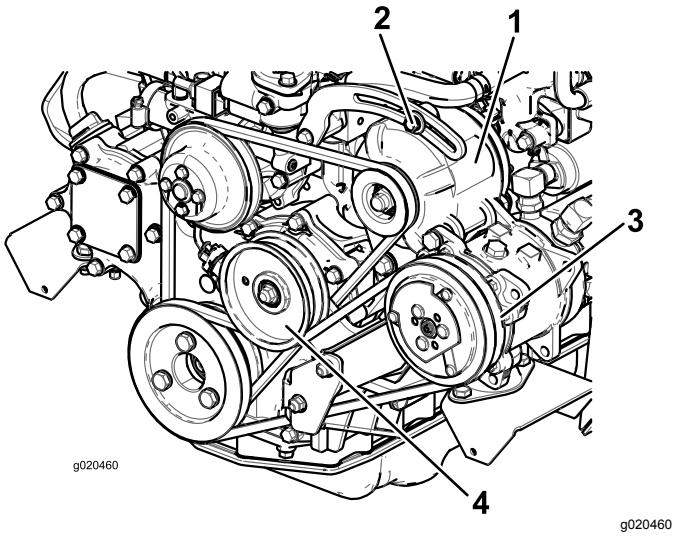

Figur 95
Kontroller remmens tilstand og spænding (Figur 95) efter hver 100 driftstimer.
2. Hvis afbøjningen ikke er 10 mm, skal generatorens monteringsbolte løsnes (Figur 95). Øg eller mindsk generatorremmens stramhed, og tilspænd boltene. Kontroller remmens afbøjning igen for at sikre, at stramningen er korrekt.
2. Hvis afbøjningen ikke er 10 mm, skal styreremskivens monteringsbolt løsnes (Figur 95). Øg eller mindsk kompressorremmens stramhed, og tilspænd bolten. Kontroller remmens afbøjning igen for at sikre, at stramningen er korrekt.